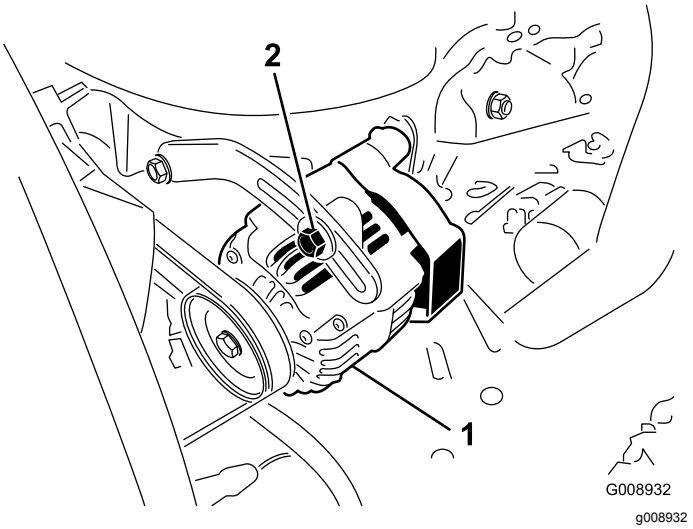

Figur 46
2. Hvis du ikke kan trykke den ned 10 mm, løsner du monteringsboltene for generatoren (Figur 46).